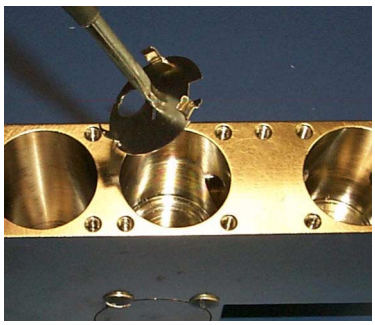

Figure 5-35 Ground Slit Plate
8. Use a thin, slotted screwdriver to free the ground slit plate free from the ion source cavity (Figure 5-35) and place it on a clean surface.